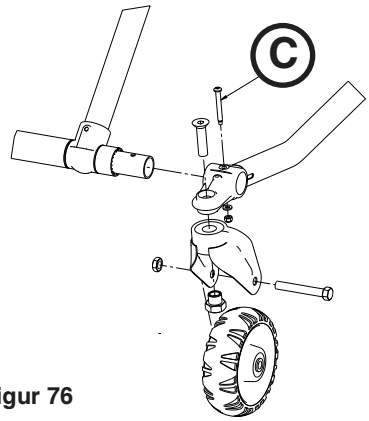
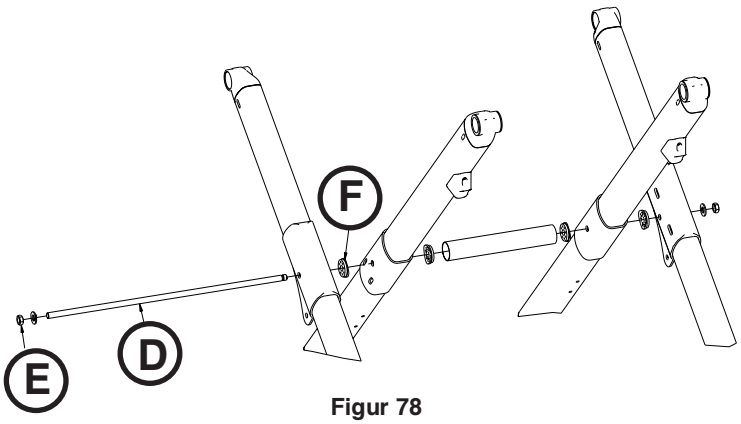

Figur 76
Figur 78
4. Ta bort alla fyra styrhjulsfästbultarna (C) som fixerar den yttre lyftstången med fotstödrören med hjälp av 3/8" och 7/16" kombinationsnyckelar (Figur 76).
5. Tar bort basanslutningsstaget (D) och den sexkantiga mittlåsspärrmuttern (E) med hjälp av två 9/16" kombinationsnycklar och en studsfri hammare.
Obs! Spara lagren (F) som lösgörs. (Figur 78).